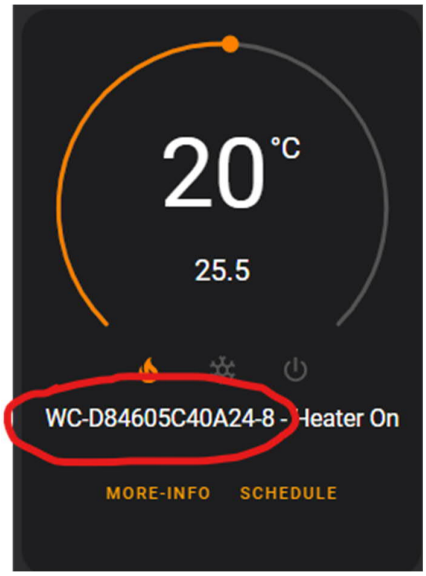

Figure 3.2
3.7.4. The thermostats display the Mac-address (see Figure 3.2) before re-naming, this address you will need to use when setting up thermostats in section *6 Thermostats*. (When allocating the thermostats the MAC address will not be capitalized.)